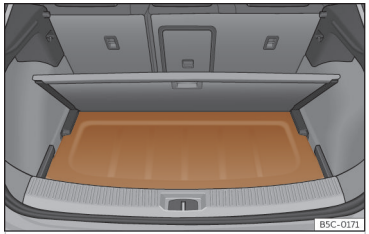

Abb. 174 Im Gepäckraum: Einsetzen der Gepäckraumabdeckung.
- Legen Sie die Gepäckraumabdeckung in die dafür vorgesehene Aufnahme ››› **(Abb. 174)**.